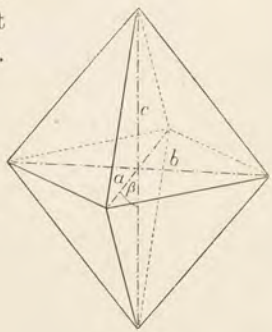

Fig. 55.
5. Das einfach-symmetrische oder monokline System (1 S. E.) mit 3 ungleich langen Achsen. Zwei (a, c) schneiden sich unter einem schiefen Winkel (β), die dritte (b) steht auf beiden senkrecht (Fig. 55).